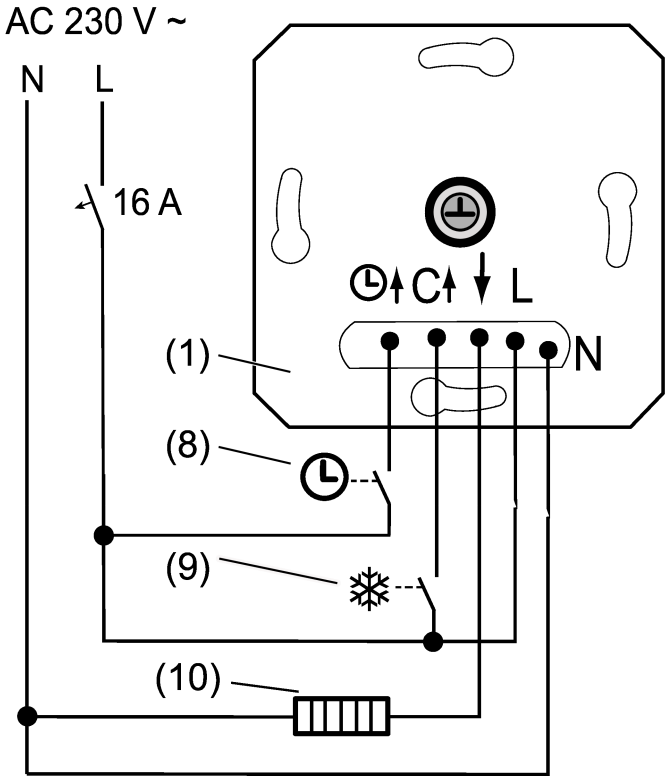

Bild 2: Anschlussbeispiel des Einsatzes
- Elektrisches Heizgerät (10) oder Kühlgerät an Einsatz (1) gemäß Anschlussplan (siehe Bild 2) anschließen. Leiterquerschnitte beachten (Technische Daten)